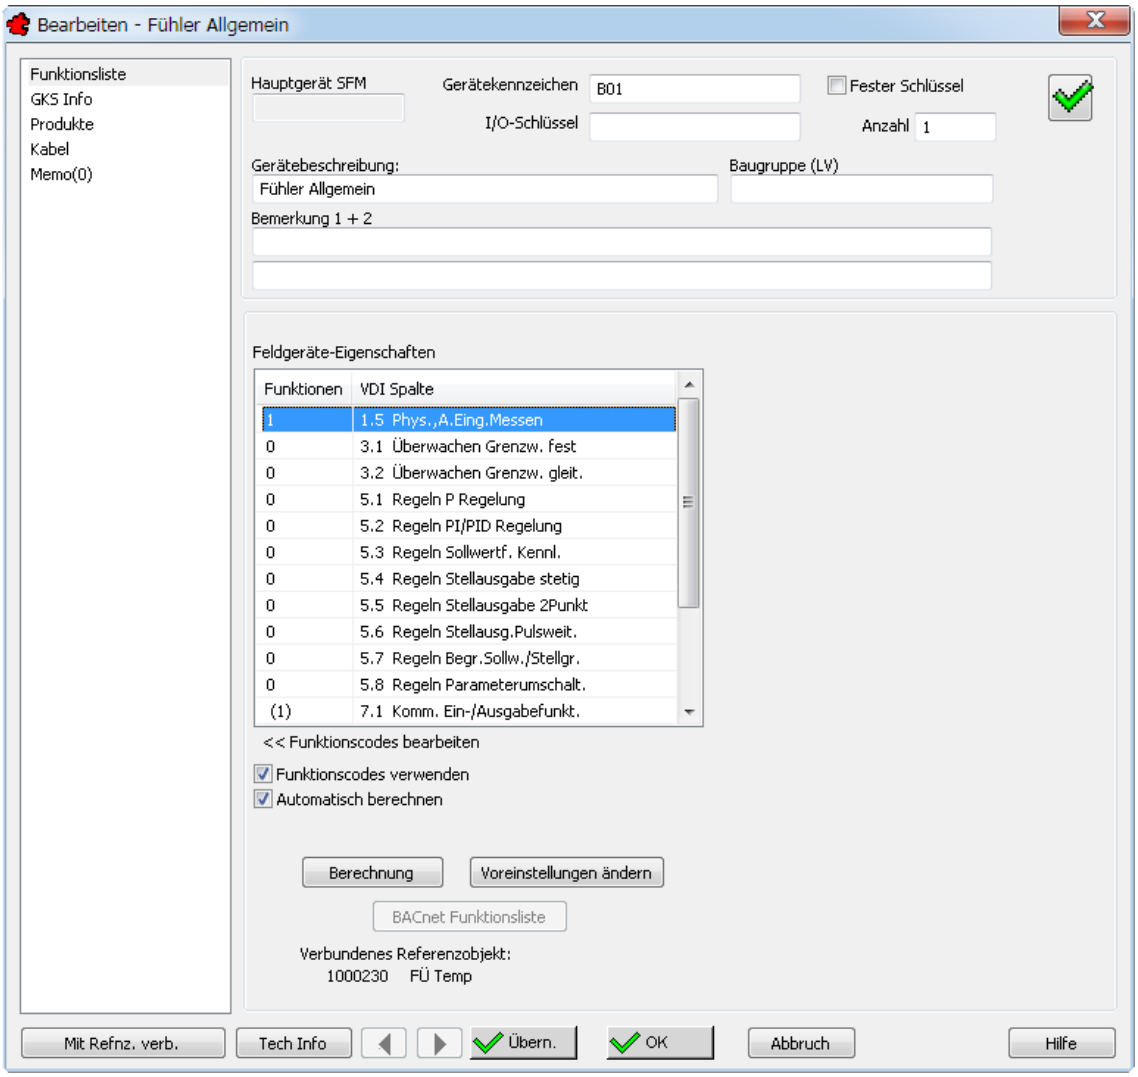

Bild 32.28 – Die Daten des Referenzobjekts wurden ins Feldgerät übertragen
- Wenn Sie den Block zur Bearbeitung öffnen, erkennen Sie, dass alle Daten vom Referenzobjekt ins Gerät übertragen wurden (Abb. 32.28).